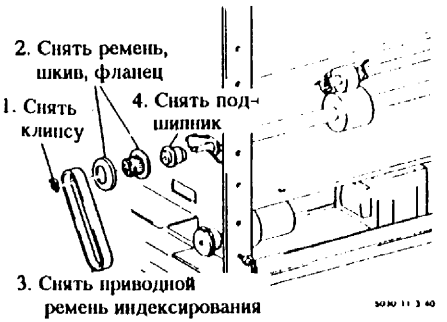

Рис. 5. Снятие узла приводного вала
6. (Рис. 5, 6, 7, 8): Снять узел приводного вала.